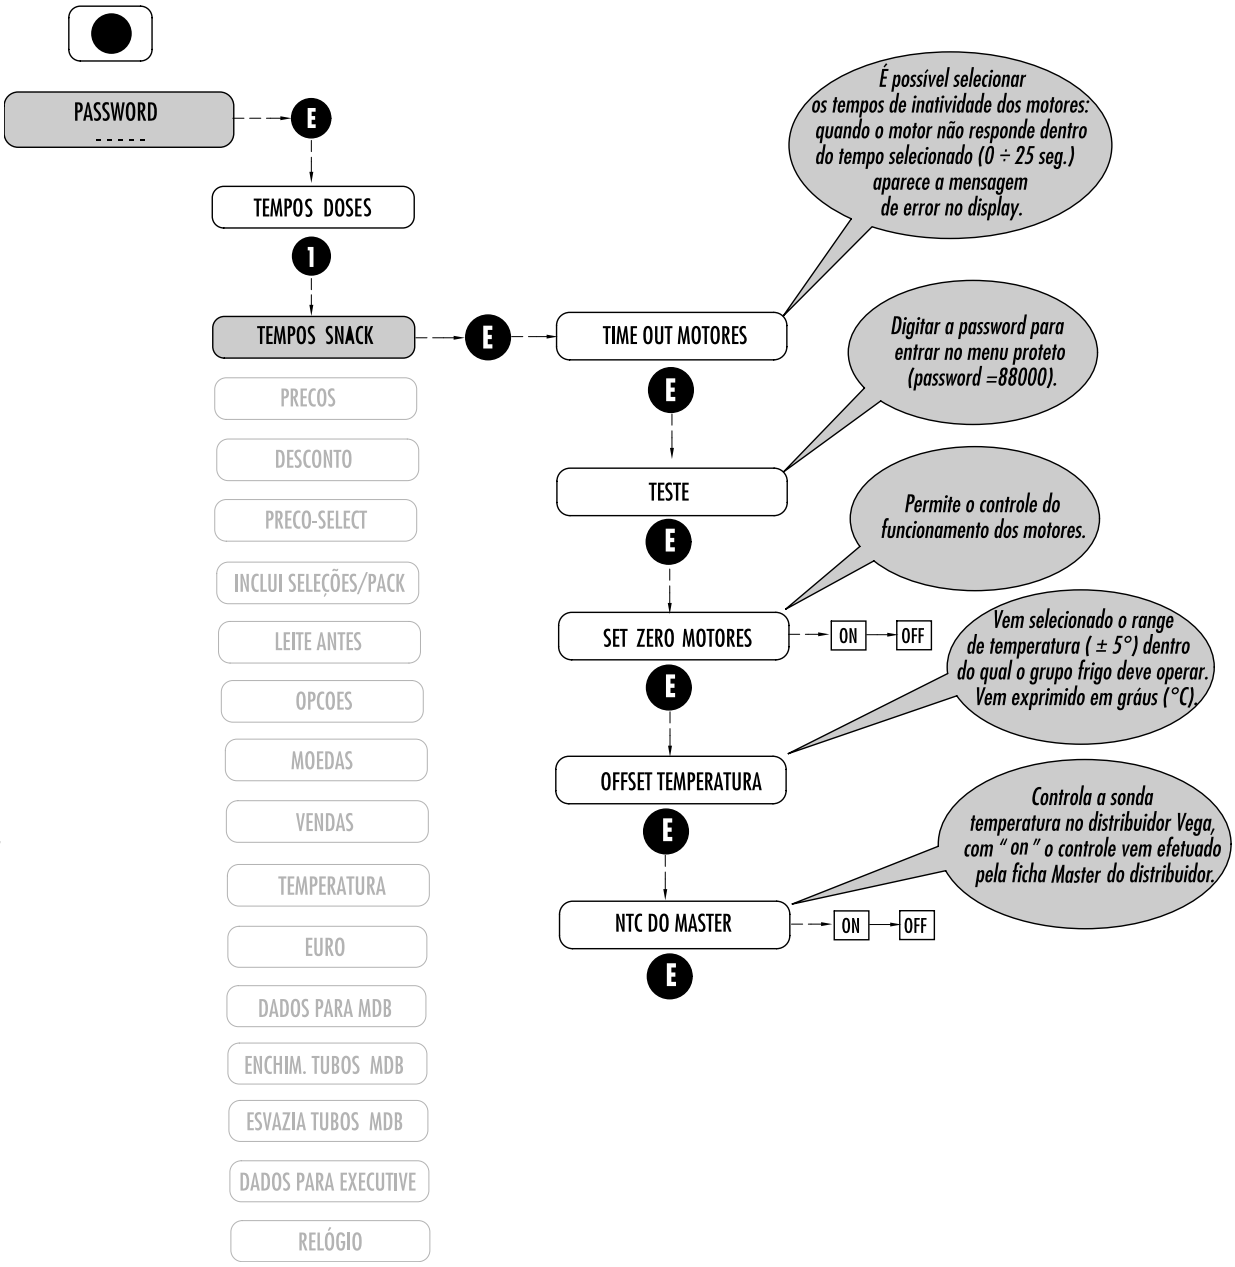

Fig. 7.5
7.2.2 TEMPOS SNACK (com master/Slave) (Fig.7.5)